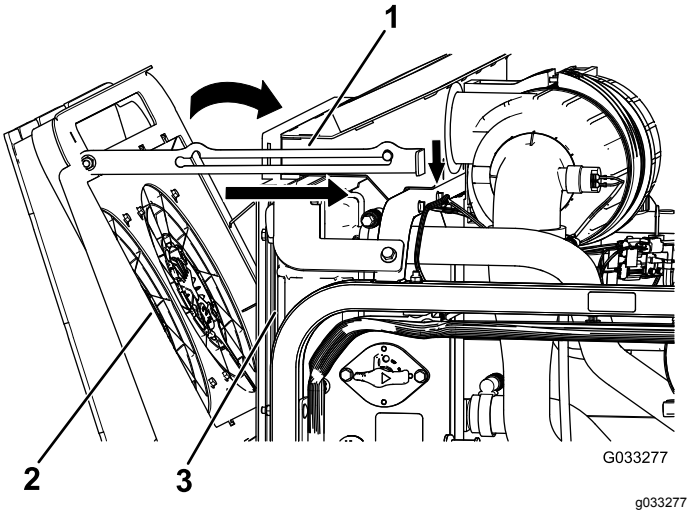

**Figur 121**
4. Drej motorkøleventilatorerne fremad og sæt støttepinden fast i hakket (Figur 121).